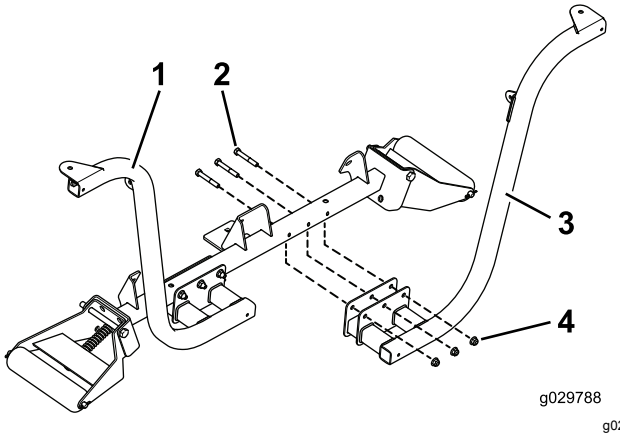

Figure 6
1. Fasten the left and right headlight brackets to the front of the roller-support tube with 6 bolts (3/8 x 2-1/2 inches) and 6 flange nuts (3/8 inch) as shown in Figure 6.